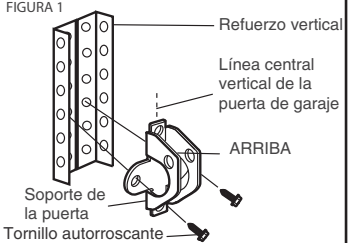

FIGURA 2
- Como alternativa, use dos pernos de 5/16"-18x2", arandelas de seguridad y tuercas (no suministrados). (Figura 2)